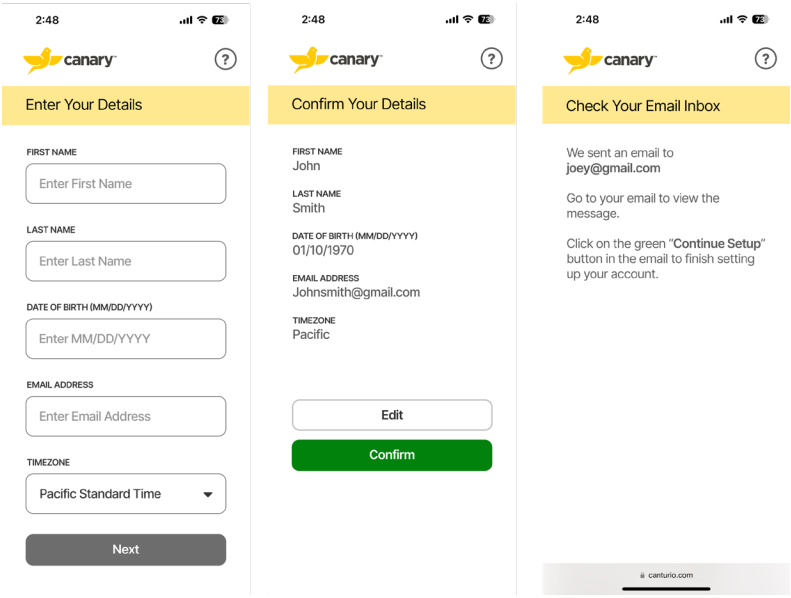

Figure18: Patient Screen
2. Instruct the patient to scan the QR Code with their smartphone, fill out the required information, and confirm their input details to initiate their patient account (*Figure 18)*.